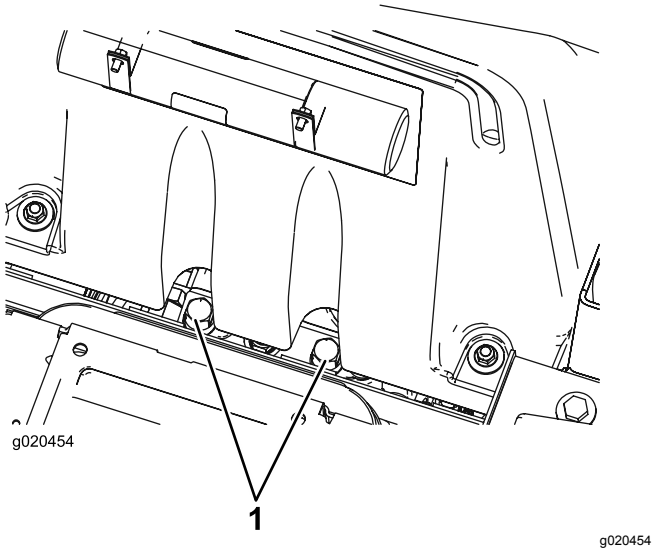

**Figuur 55**
1. Zet de stoel omhoog. De omloopkleppen bevinden zich onder de voorzijde van de brandstoftank (Figuur 55).